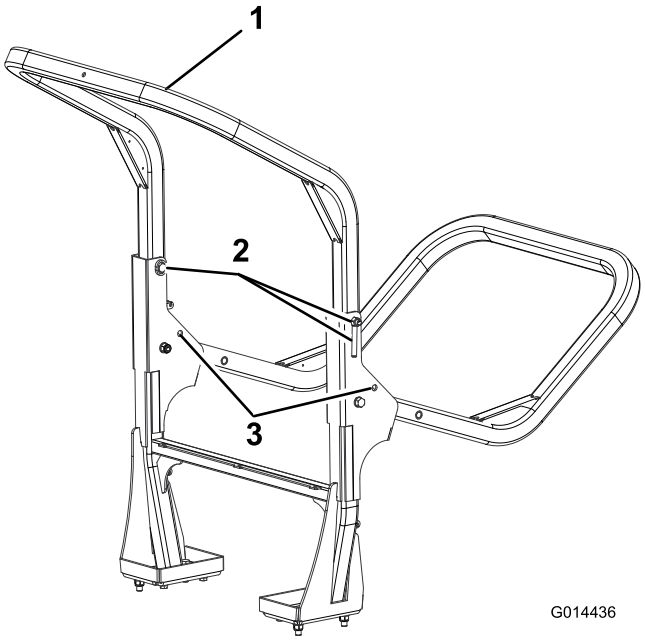

Figuur 33
2. Ondersteun het gewicht van het bovengeraamte terwijl u de handmoeren, ringen en bevestigingsbouten uit de scharnierhouders verwijdert (Figuur 33